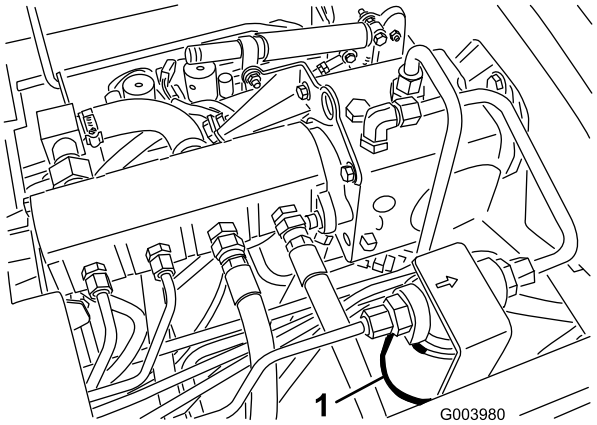
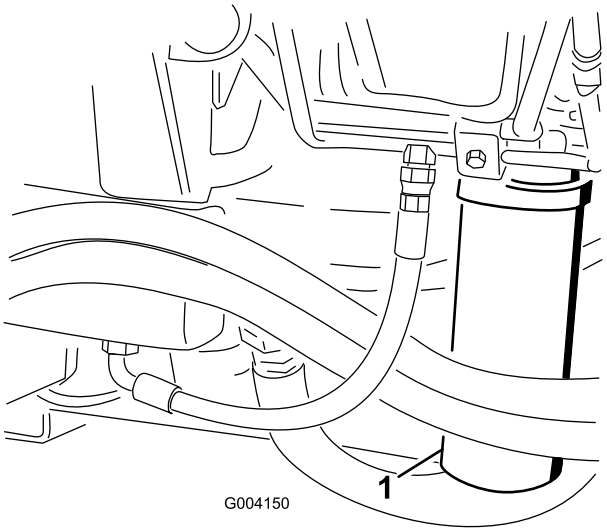

**Figuur 70**
**Figuur 71**
2. Reinig de omgeving van de plaats waar het filter wordt gemonteerd, en plaats een opvangbak onder het filter (Figuur 70) en (Figuur 71).